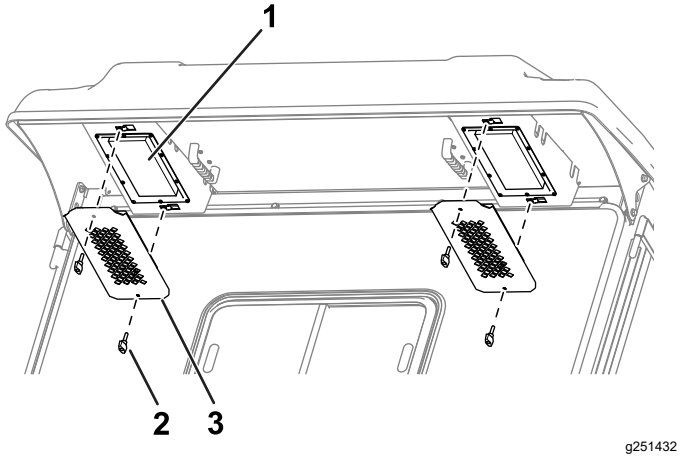

Figuur 85
1. Verwijder de knoppen en roosters van de overhang aan de achterzijde van de cabine (Figuur 85).
4. Gebruik de knoppen en roosters om de filters in de cabine te monteren (Figuur 85).